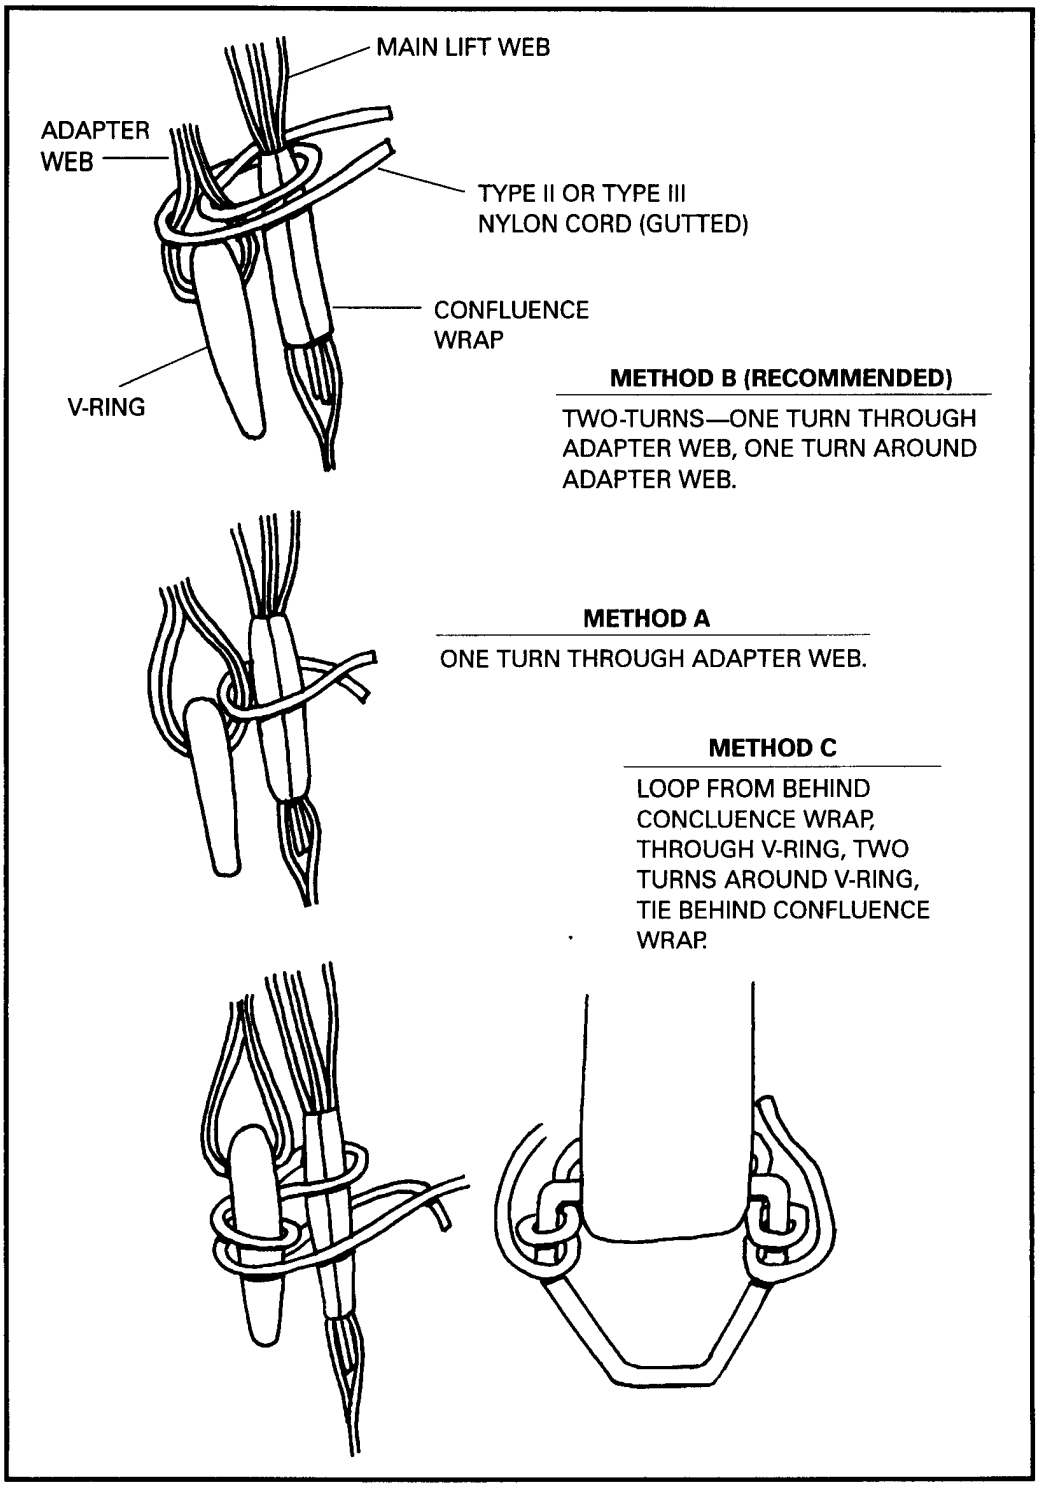

Figure 12-6. Securing lowering line adapter web with Type II or Type III nylon cord.
b. When attaching equipment to be lowered, the web must be routed under the waistband. Type II or III nylon cord (gutted) is used to eliminate slack between the accessory attaching ring and the parachute harness main lift web. This is done by making one turn through the accessory attaching ring loop in the adapter web, and one turn around the main lift web of the parachute harness and the lowering line adapter web (Figure 12-6, page 12-12). The loose ends must be tied together using a suitable joining knot such as a square knot followed by two overhand knots or a surgeon's knot.